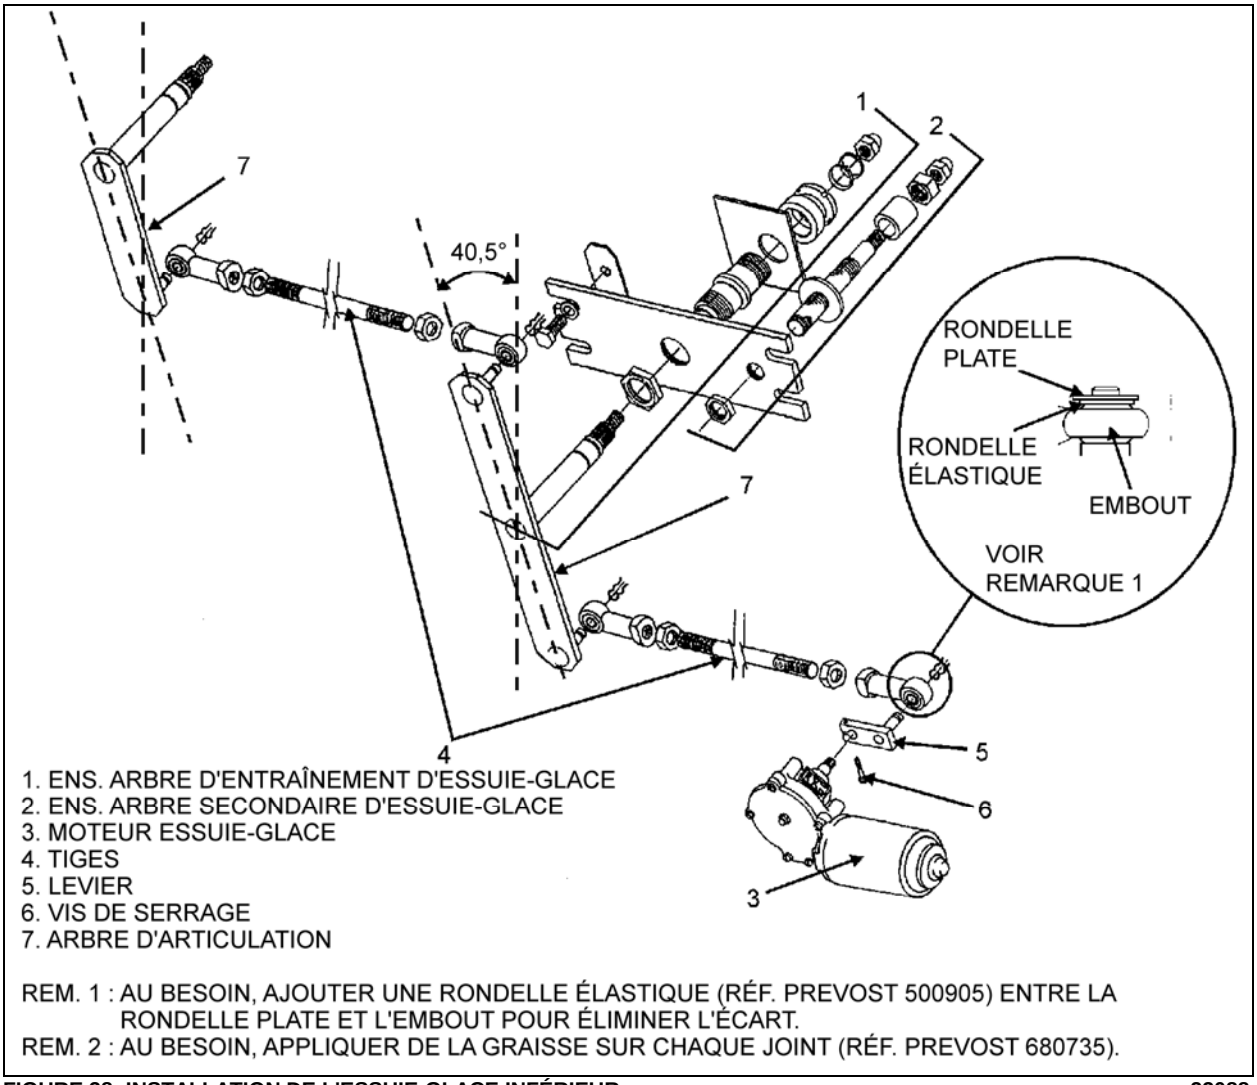

FIGURE 38: INSTALLATION DE L'ESSUIE-GLACE INFÉRIEUR **23088**
4. Positionner la tige située entre l'axe de pivot droit et le moteur à un angle de 40,5Figure 38). La tige doit être sur le même axe que le levier du moteur.